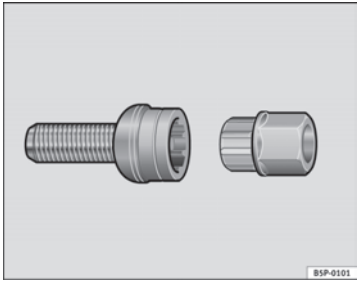

**Fig. 178 Anti-theft wheel bolt**
– Insert the adapter onto the wheel bolt and push it on as far as it will go ⇒ Fig. 178.